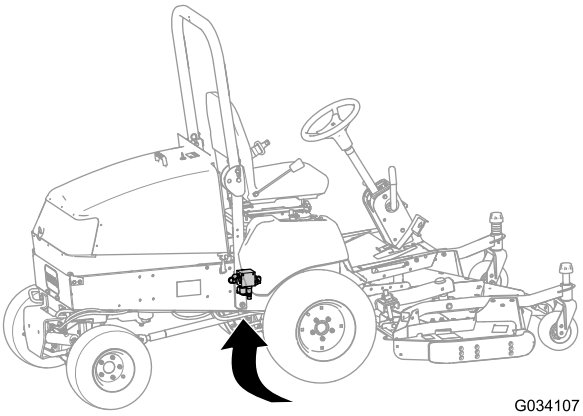

Figur 13
2. Lokalisera lyftgrenröret från maskinens undersida (i den högra ramkanalen bakom framaxeln) (Figur 13).